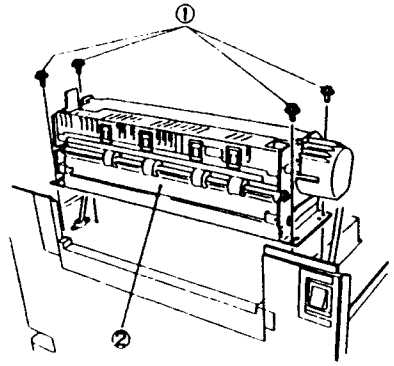

Рис. 4 NZM-0121
9. (Рис. 4): Снимите узел фьюзера